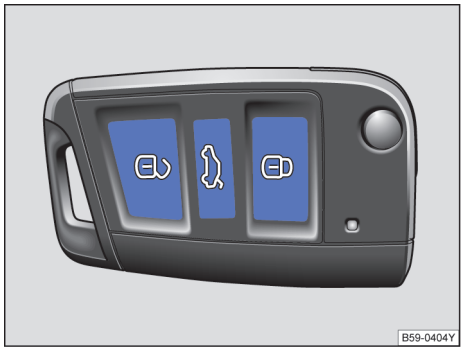
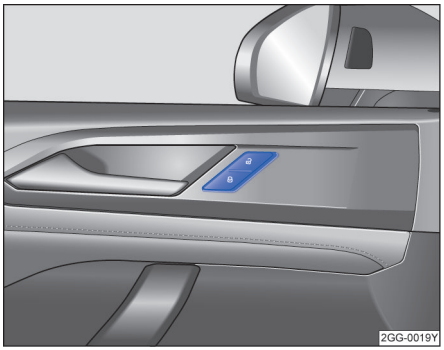

图 46 遥控钥匙上的按钮。
图 47 驾驶员侧车门内：中央集控门锁按钮。
ℹ 如短时间内反复按压汽车钥匙上的按钮→图 46 或中央门锁某个按钮→图 47，则中央门锁系统将暂时关闭，防止系统过载。然后汽车处于解锁状态约 30 秒钟。在此期间，若未打开车门或行李厢盖，随后汽车将自动闭锁。 ◁
遥控钥匙上的按钮操作 →图 46：
按压按钮→ 图 47：
- 按压 🔓 按钮→ 图 47
如用另一把钥匙在车外闭锁汽车，则车内的钥匙将被锁止，无法起动发动机→第 53 页。如需使车内钥匙获得许可起动发动机，则可按压车内钥匙上的🔒按钮→图 46